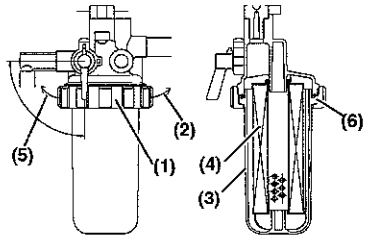

Figura 15
3. Ruotare l'anello di fissaggio **(Figura 15, (1))** verso sinistra **(Figura 15, (5))**.
4. Rimuovere la vaschetta con attenzione **(Figura 15, (3))**. Versare il carburante in un contenitore approvato e smaltire le scorie in modo corretto. Reggere il fondo della vaschetta con uno straccio per evitare sgocciolature di carburante. Asciugare immediatamente eventuali fuoriuscite.
5. Rimuovere il filtro del carburante **(Figura 15, (4))** tirandolo verso il basso.
8. Verificare le condizioni dell'o-ring **(Figura 15, (6))** e, se necessario, sostituirlo.
9. Installare la vaschetta sulla flangia di montaggio e ruotare l'anello di fissaggio **(Figura 15, (1))** verso destra **(Figura 15, (2))**. Serrare solo a mano.